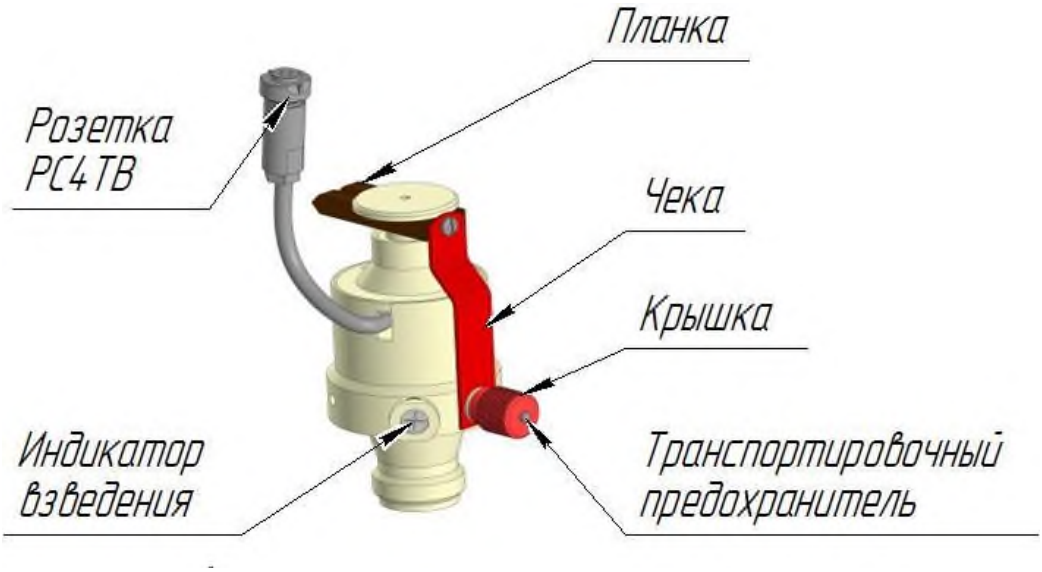
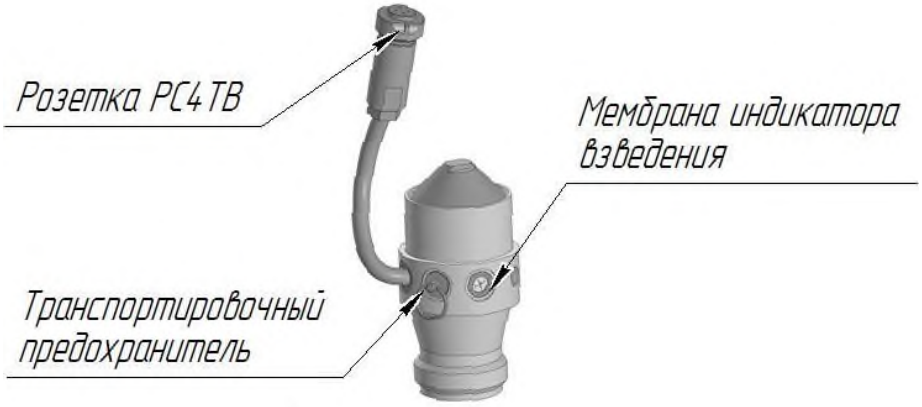

Рисунок 3 – УЗ
Рисунок 4 – УЗ-2
При полете в составе БЛА взведение УЗ осуществляется подачей на контакты "1" и "3" розетки РС4ТВ (рисунок 3) импульса тока от 2 до 15 А длительностью не менее 0,01 с. Через время от 1,4 до 2,8 с УЗ взводится.
При полете в составе БЛА взведение УЗ-2 осуществляется подачей на контакты "1" и "3" розетки РС4ТВ (рисунок 4) импульса тока не менее 10 А длительностью не менее 0,01 с. Через время от 1,4 до 2,8 с УЗ-2 взводится.
в случае, если мембрана индикатор взведения (рисунок 3 и рисунок 4) прорвана.
– проверить целостность мембраны индикатора взведения (рисунок 3 и рисунок 4). В случае, если мембрана индикатора взведения (прорвана), УЗ (УЗ-2) к дальнейшему применению по назначению не подлежит;
– закрепить КОФЗБЧ-5 на БЛА в соответствии с направлением полета, при этом должен иметься свободный доступ к чеке (рисунок 3) для ее снятия;
При использовании КОФЗБЧ-5 с УЗ: Если при подключении розетки РС4ТВ УЗ с вилкой РС4ТВ бортовой системы носителя произошел прорыв мембраны и видна втулка красного цвета то, не выкручивая крышки (рисунок 3) и
При использовании КОФЗБЧ-5 с УЗ-2: Если при подключении розетки РС4ТВ УЗ-2 с вилкой РС4ТВ бортовой системы носителя произошел прорыв мембраны и видна втулка красного цвета то, не выдвигая вилку транспортировочного предохранителя (рисунок 4) отсоединить вилку РС4ТВ УЗ-2 от розетки РС4ТВ бортовой системы носителя, а затем осторожно вывернуть УЗ-2 из БЧ. В этом случае УЗ-2 подлежит уничтожению.
При использовании КОФЗБЧ-5 с УЗ: если мембрана индикатора УЗ не повреждена вывернуть крышку красного цвета (рисунок 3), выдвинуть до упора транспортировочный предохранитель, снять чеку, закрепленную на планке, затем транспортировочный предохранитель отогнуть на угол 90°.
При использовании КОФЗБЧ-5 с УЗ-2: если мембрана индикатора не повреждена за кольцо до упора выдвинуть вилку транспортировочного предохранителя (рисунок 4).